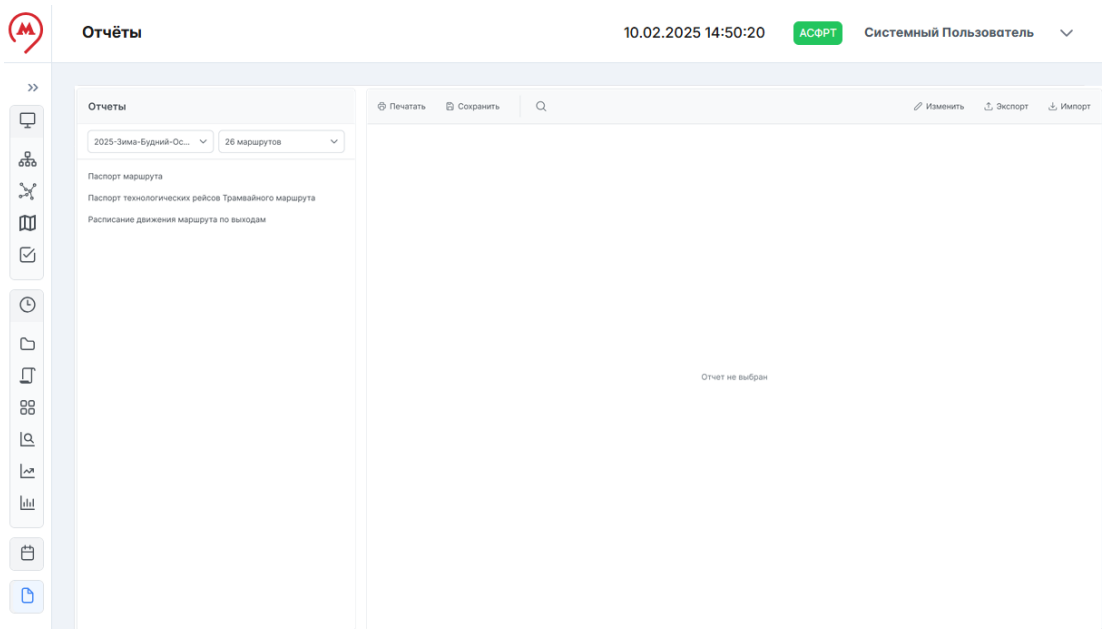

Рисунок 273 – Доступные шаблоны отчётов
2. На панели отчётов нажать на  в поле "Выбрать маршруты" и из всплывающего списка доступных значений выбрать один или несколько требуемых маршрутов, установив флажки слева от соответствующих наименований. Если необходимо выбрать все маршруты набора нажать на "Выбрать все". На панели отчётов появится список доступных шаблонов отчётов (рисунок 273).